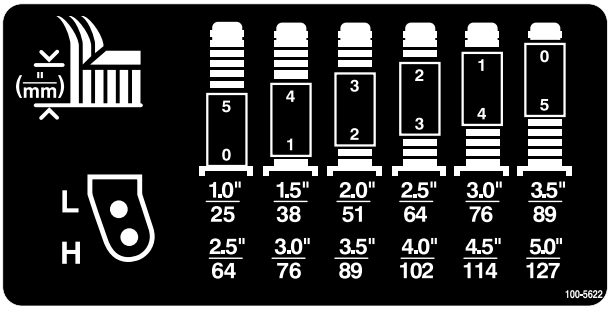
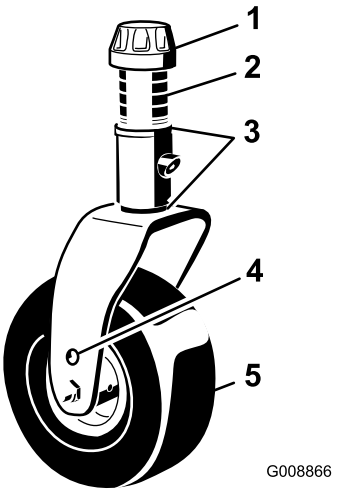
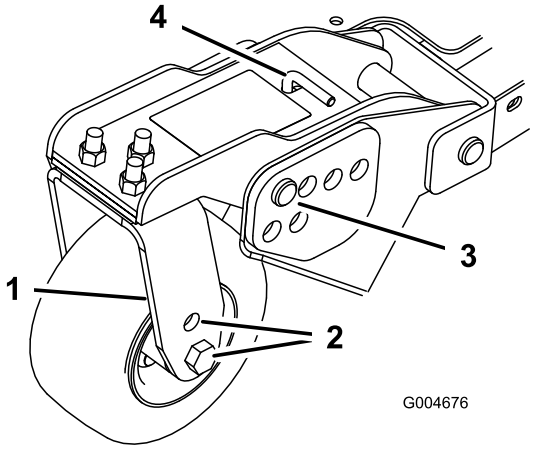

図 18
図 21
図 23
1. 両方のキャスタホイールの軸をキャスタフォークの上穴または下穴にセットどのキャスタフォークもで同じ高さの穴に統一する図 21と図 23。刈高と使用する穴との関係は以下のチャートにて確認してください。
2. スピンドルシャフトからテンショニングキャップを外し図 21キャスタアームからスピンドルを抜き出す。最初についていたように、スピンドルシャフトにシム3mmを 2 枚セットする。これらのシムは、デッキ全体の左右の水平調整に必要となる。希望の高さにするために必要な数のスペーサ13 mmをシャフトにセットし、ワッシャをはめる。
4. キャスタピボットアームからヘアピンコッターとクレビスピンを抜き取る図 23。
5. テンションロッドを回してピボットアームの上下位置を調整し、デッキフレームの希望する高さブラケットに合わせる 図 23 と 図 18。